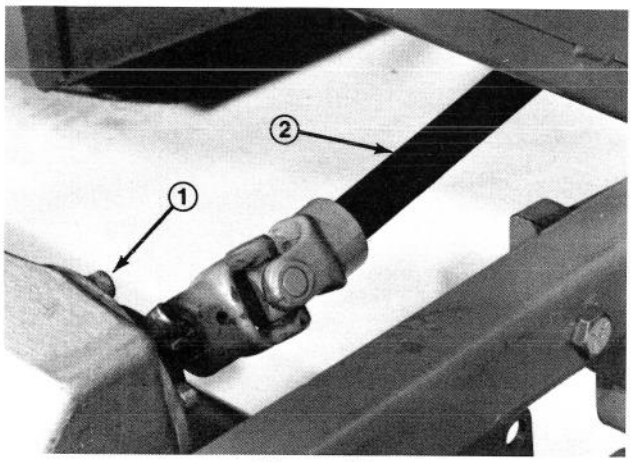

Figure 25
3. Position cutting unit under carrier frame. Align gear case input shaft with PTO shaft and install the shaft (Fig. 25)